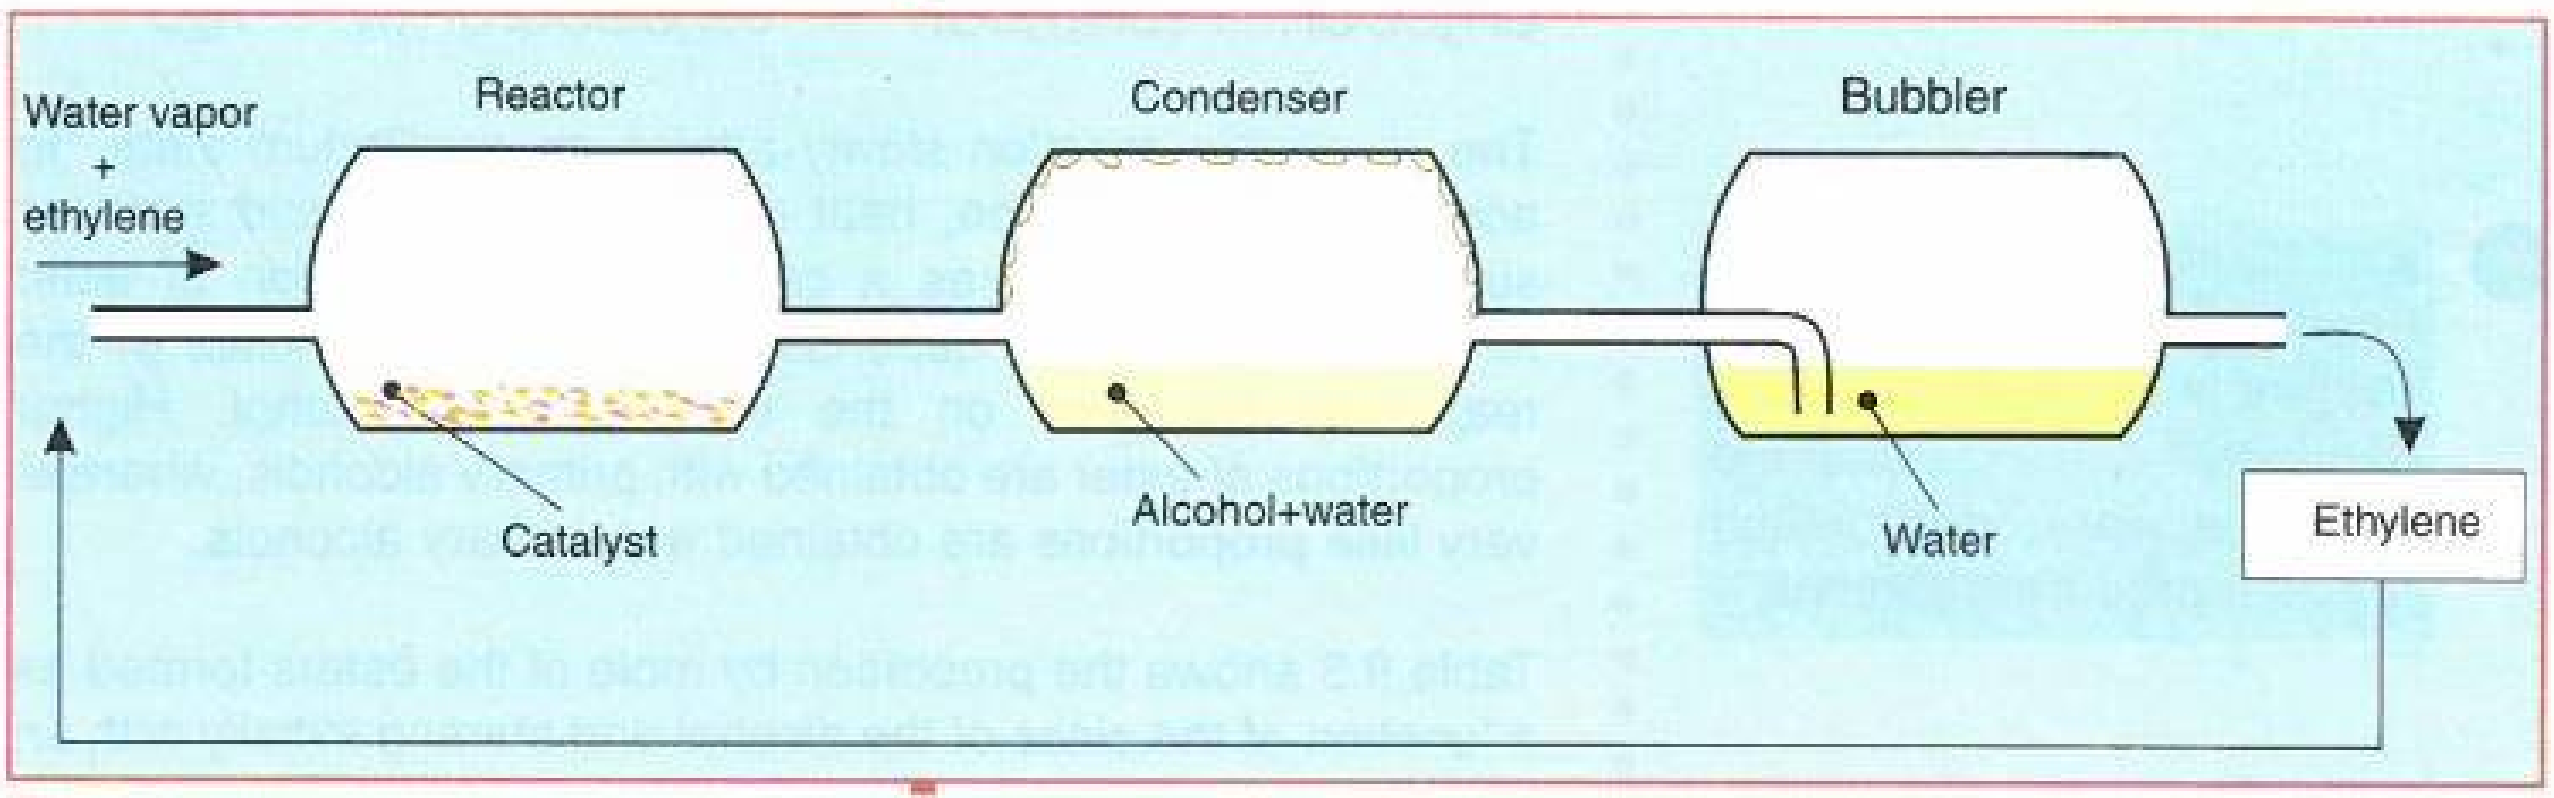

Figure 9.19
- A modern process which consists of reacting a mixture of ethylene and water vapor at 300 °C and under a pressure of 70 bars in the presence of an acid catalyst such as sulfuric or phosphoric acid. Actually this is the main process for manufacturing ethanol (Fig. 9.19).